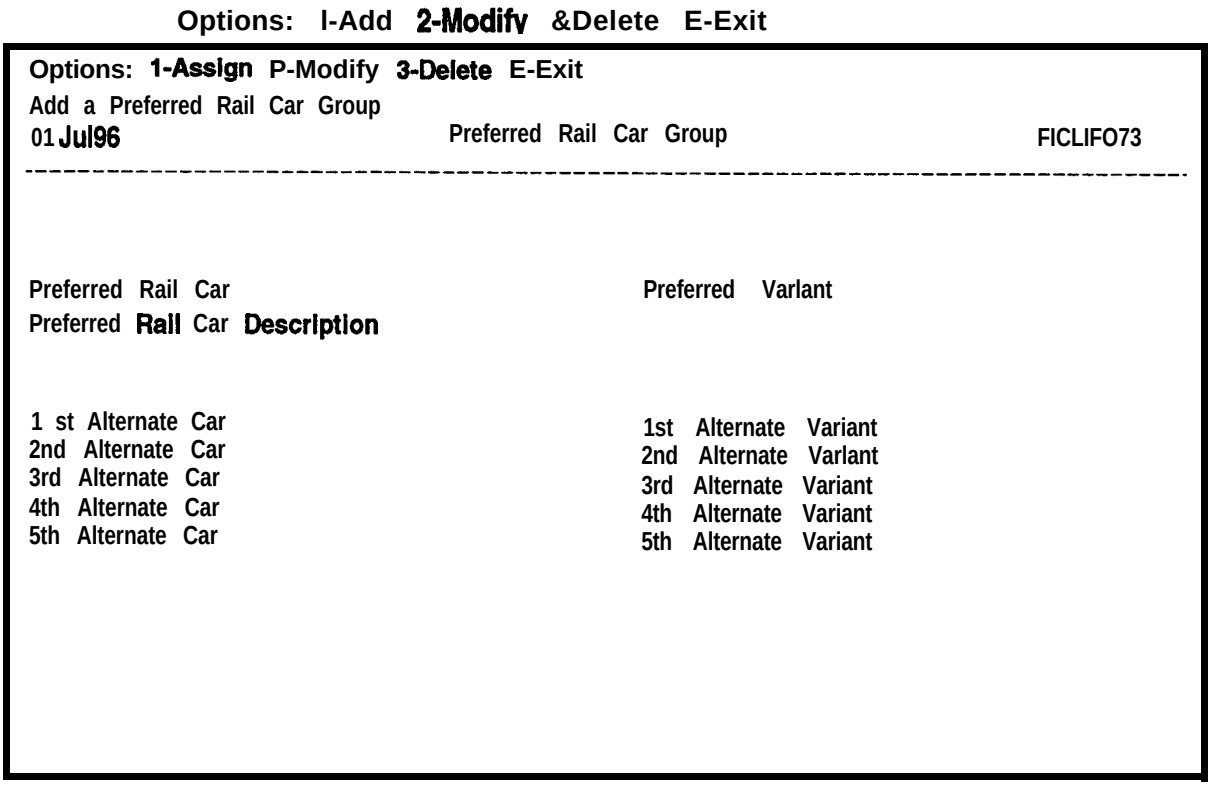

Figure 8-7. Preferred Rail Car Group Screen
d. Select **Preferred** Rail Car **Group** from the Reference Tables menu to display the Preferred Rail Car Group screen with the Options: ring menu at the top as shown in Figure 8-7.